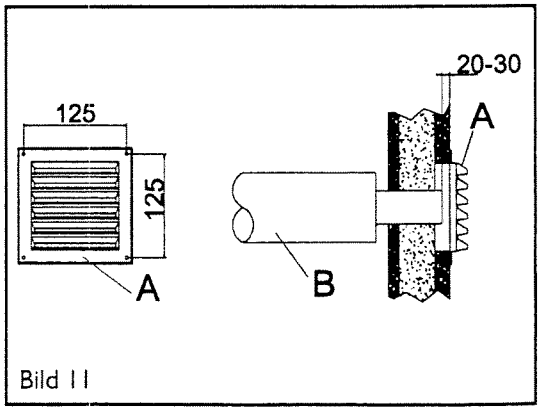

Bild 11
Das Ausblasrohr wird immer durch eine Wand nach außen geführt, und das Ausblasgitter wird demgemäß an der Außenseite der Wand angebracht. Das durch die Wand führende Ausblasrohr wird nicht bündig mit der Außenwand verlegt, sondern so abgelängt, dass zwischen Ausblasrohr und Ausblasgitter (A) 20-30 mm Luft bleiben (Bild 11). Wird die Abluft über das Dach nach außen geleitet, müssen hierfür passende Verbindungen verwendet werden. Es darf kein Regenwasser in das Ausblasrohr gelangen.
A Ausblasgitter 140x140 (Bild 11)
B Abluftschalldämpfer Ø 85x320 (Bild 11)